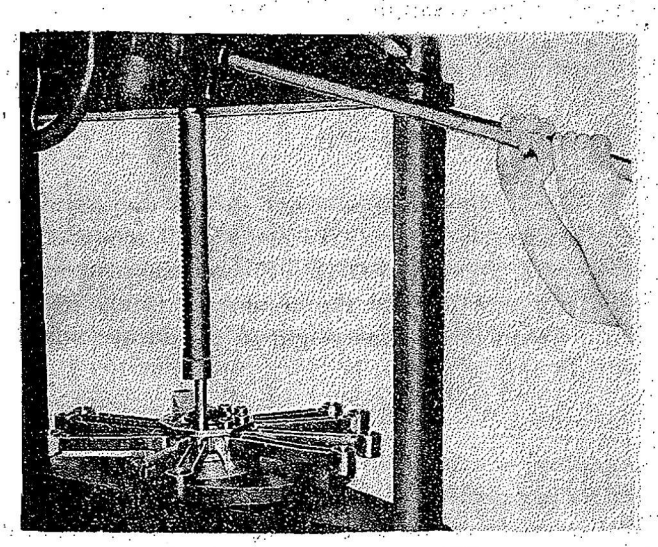

Figure 206—Pressing In Knuckle Pins
(5) Install all knuckle pins in this manner.
(6) To install knuckle pins using the fixture (Tool No. 83913-1), first locate the knuckle pins in the master rod so that the step in the knuckle pins will mate properly with the lugs in the knuckle pin locking plate. To do this, install the knuckle pin locking plate temporarily on the front of the master rod, engaging the splines on the inside diameter of the locking plate with the splines of the master rod bearing flange. Install one articulated rod and its knuckle pin in the proper position in the master rod by hand. Place a metal rule approximately 5/8 in. wide over the squared end of the lug on the locking plate so that the end of the rule contacts the end of the knuckle pin. Turn the knuckle pin until the side of the step in the end of the rule contacts the end of the knuckle pin, the rule is flat against the end of the lug on the locking plate. Tap the knuckle pin into the master rod, using a fiber mallet just far enough so that the pin is tight in the rod. Repeat this procedure for each of the other knuckle pins and articulated rods. When all of the knuckle pins have been installed in this manner, remove the knuckle pin locking plate.
(7) Place the master and articulated rod and knuckle pin assembly on the fixture (Tool No. 83913-1) on an arbor press table, with the stepped end of the knuckle pins down. Insert two wedges (Tool No. 83913-19) between the flanges of the master rod on each side of the one articulated rod. Press the knuckle pin into the master rod until the front face of the pin bottoms on the fixture. Insure that the knuckle pin being pressed in is not over the hole in the base. Installing plug (Tool No. 83913-20) is used under the arbor for this pressing-in operation. Refer to Figure 206.